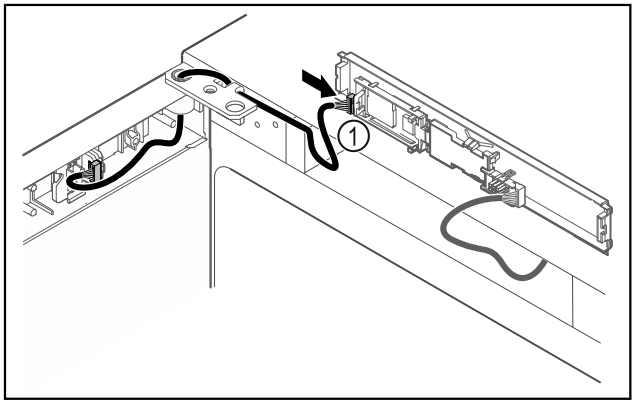

Fig. 42
▶ Introduceți fișa *Fig. 42 (1)* la placa electronică.